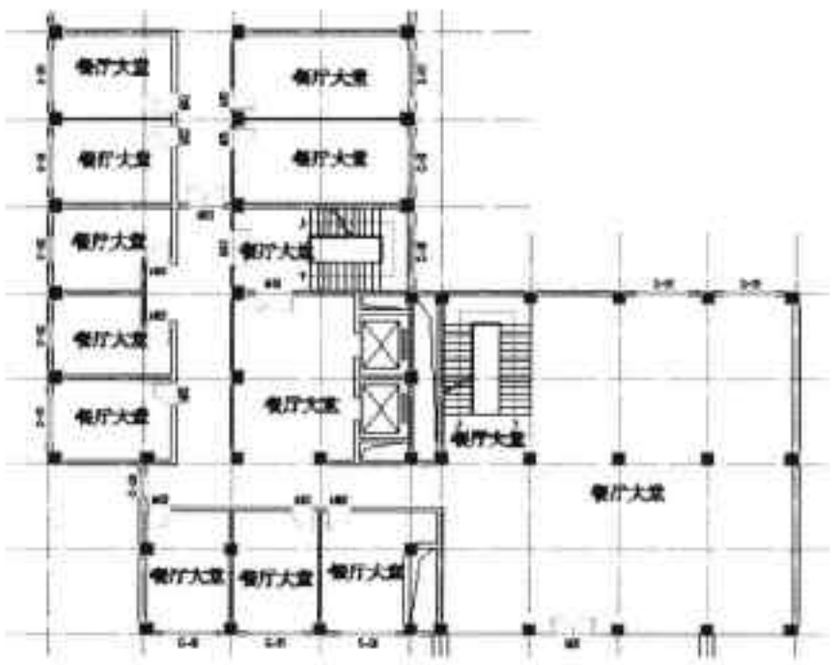

图17-106 指定其他文本位置
Step09 指定其他所需位置，同样可添加该文本内容，结果如图 17-106 所示。